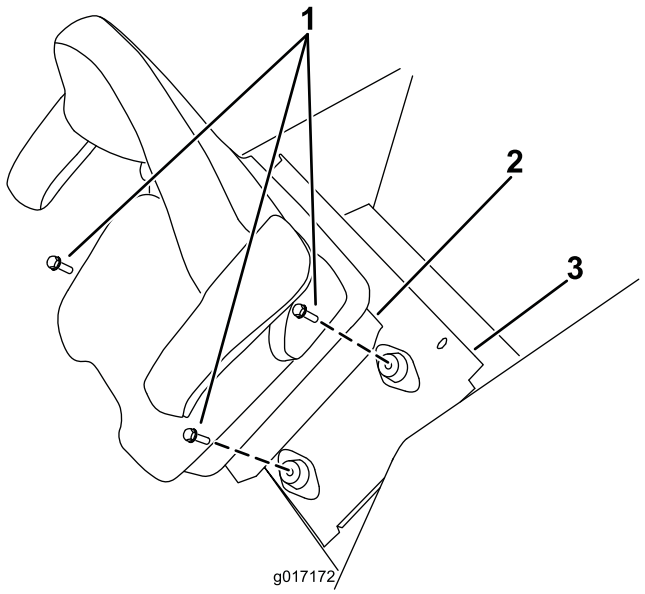

Figur 2
6. Fjern fastgørelsesanordningerne, der fastgør sædesoklen til sædestativerne og sædepladen. Løft sædet og sædesoklen af maskinen (Figur 2).